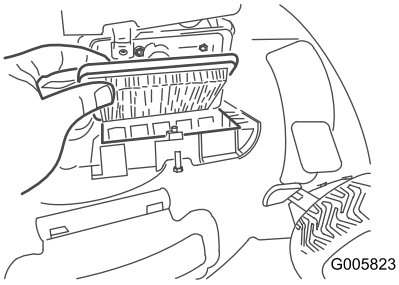

Figur 18
2. Udskift luftfilteret (Figur 18).